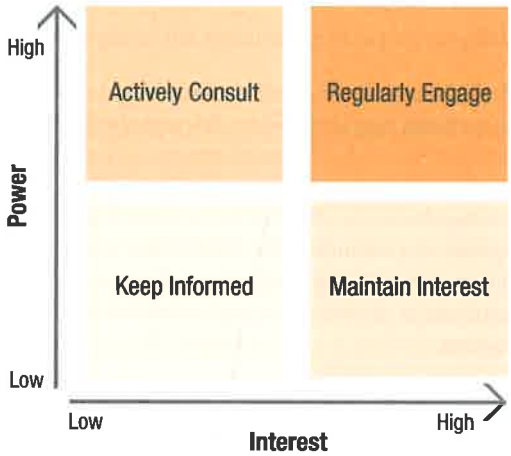

FIGURE 13.2 *Power/interest grid*
- **Power/interest grid**[3] This grid is used to group stakeholders based on their level of power and their interest in the project's outcome. Variations of this tool emphasize other stakeholder attributes, such as power/influence or impact/influence. An example of this grid is shown in figure 13.2.